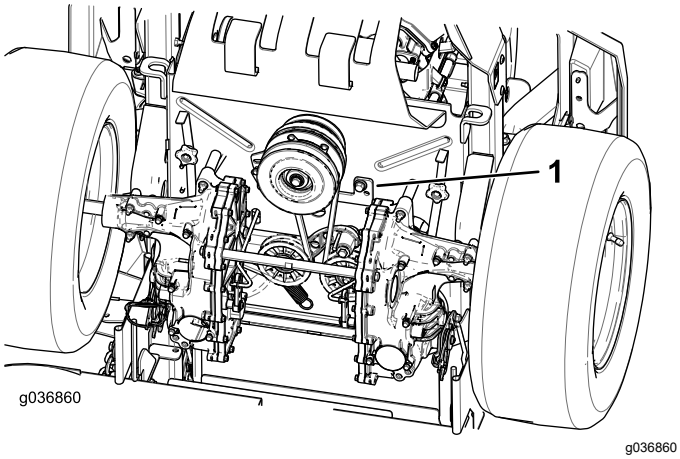

Figur 64
5. Fjern koblingsstopperen (Figur 64).
9. Monter koblingsstopperen (Figur 64).